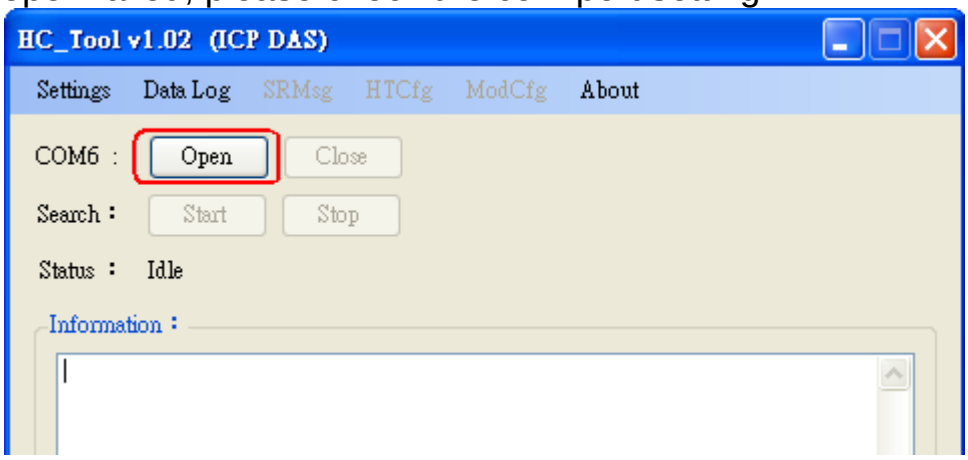

Figure 4-7**:** Click “Open” button
(1) Click “**Open**” button to open the com port of PC like Figure 4-7. If com port open failed, please check the com port setting.